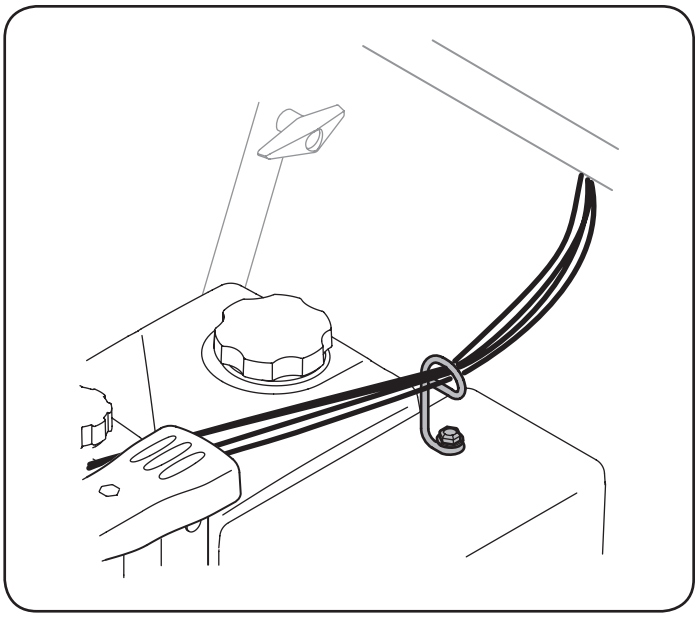

Figura 5
6. Controle que todos los cables estén adecuadamente dirigidos a través de la guía de cables de la parte superior del motor. Vea la figura 5.